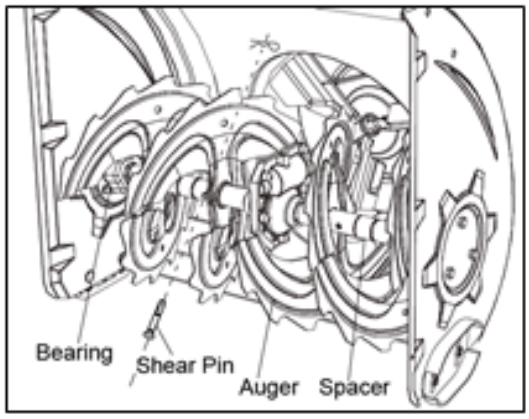

Fig. 35
- The auger is attached to the spiral shaft with two shear pins and cotter pins. If the auger should hit a foreign object or ice, the snow thrower is designed so that the bolts break. See Figure 35.